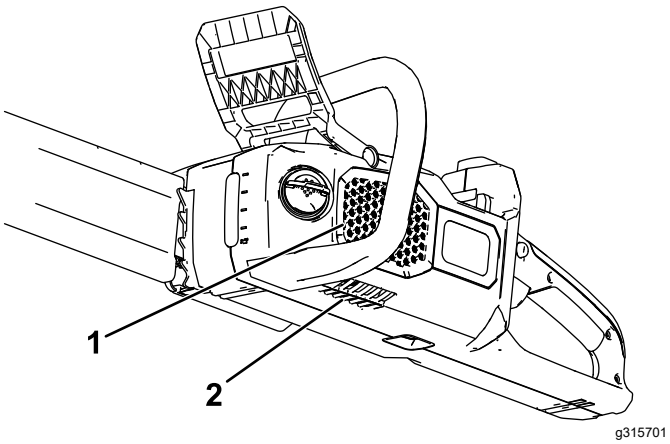

Figuur 6
1. Verzeker dat de ventilatie-openingen van de zaag niet verstopt zijn door stof en dergelijke (Figuur 6).